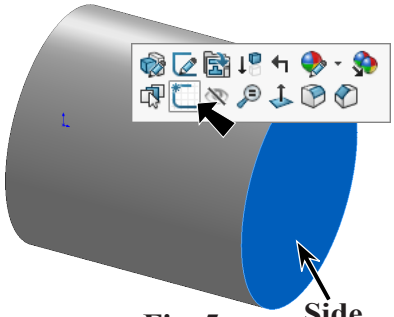

Fig. 5
Step 1. Click **side face** and click **Sketch** on the context toolbar, **Fig. 5**.